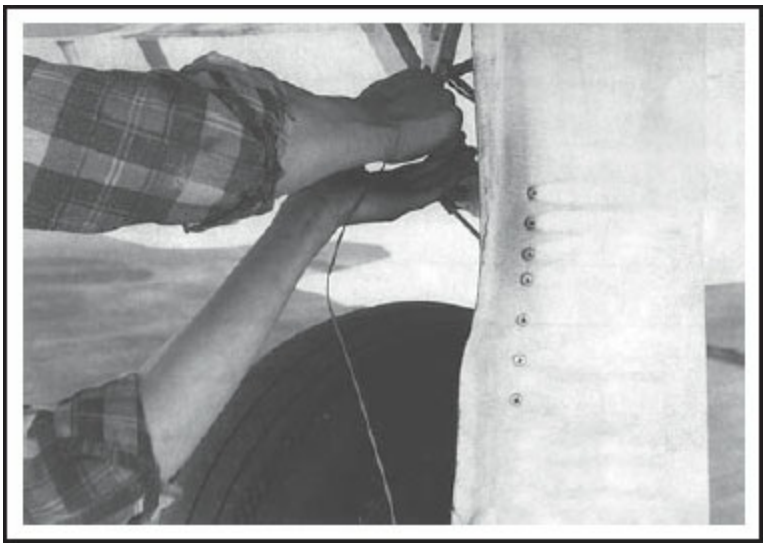

Figure 15-41. Before opening the fuel tanks or connecting the fuel hose, connect the aircraft and the fuel truck together with an electrical bonding cable.
2. Connect a static wire from the fuel truck, hydrant cart, pit or cabinet to the aircraft. [Figure 15-41]